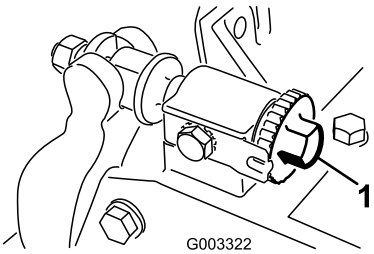

Rysunek 7
A. Obracaj śruby regulacji listwy noża dolnego w prawo (Rysunek 7), po jednym kliknięciu na raz, aż poczujesz i usłyszysz lekki docisk.